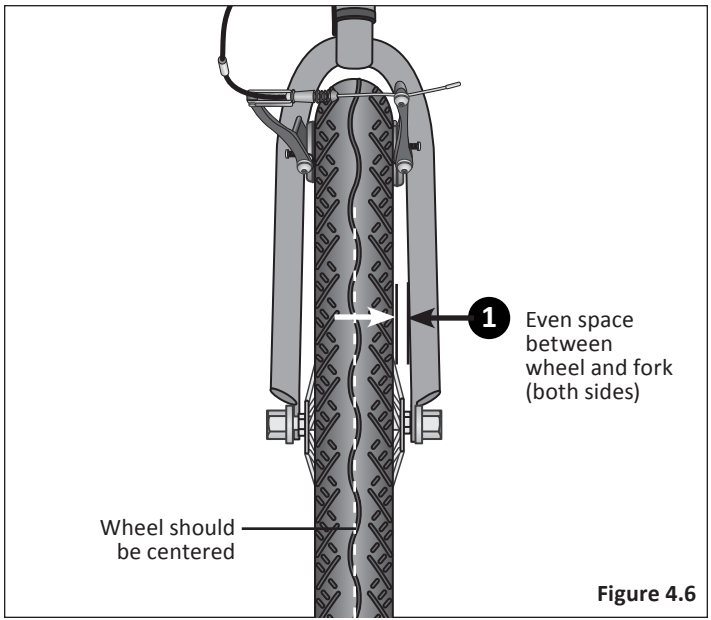

Figure 4.6
1. If you see the gap between the fork and wheel is uneven loosen the axle nuts and adjust the wheel until centered. **Figure 4.6**